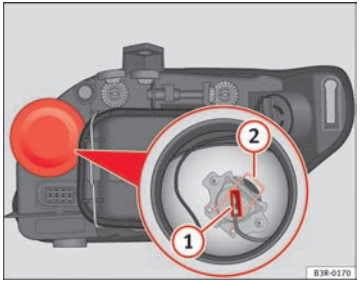

Abb. 195 Fernlicht
– Ziehen Sie den Stecker ⇒ Abb. 195 (1) von der Lampe ab.
– Die Haltefeder ⇒ Abb. 195 (2) durch Eindrücken und Rechtsdrehung abnehmen.